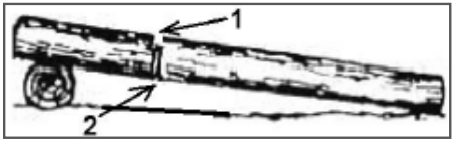

Рис. 14. Пропилы при раскряжевке дерева на одной опоре
2. Бревно лежит на одной опоре (Рис. 14). Разгрузочный пропил (1) на 1/3 бревна делается сверху. Основной пропил (2) делается снизу навстречу разгрузочному пропилу.